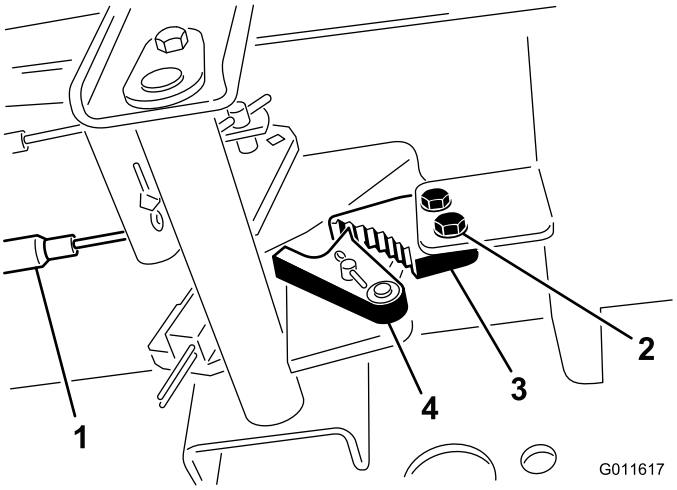

Figur 71
1. Lossa de två skruvar som håller fast parkeringsbromsens spärrhake på ramen (Figur 71).
2. Tryck parkeringsbromspedalen framåt tills bromsspärren griper in helt i parkeringsbromsens spärrhake (Figur 71).